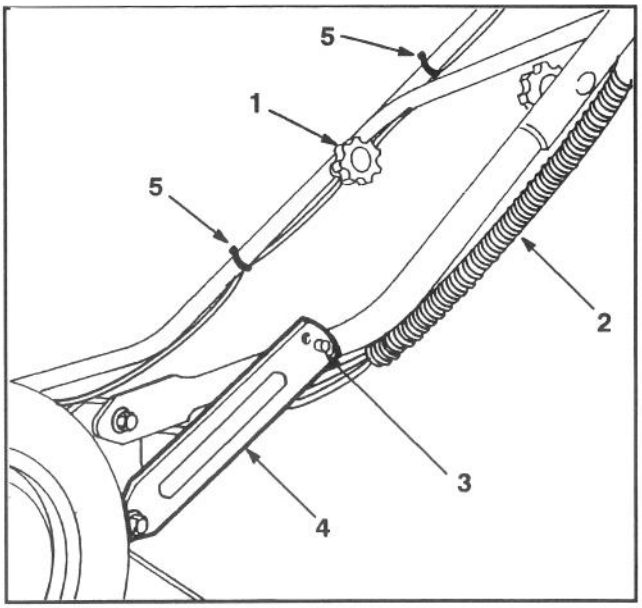

Abb. 1
1. Die Schiebestange ausrichten und die Drehknöpfe anziehen (Abb. 1). Die Rastklinken leicht aufeinander zubiegen (Abb. 1).
2. Die Schiebestange nach hinten schwenken, bis der Stift in das mittlere Loch des Verbindungsstücks einrastet (Abb. 1). Falls die Griffhöhe nicht bequem ist, kann sie durch Einrasten des Stifts in einem anderen Loch verstellt werden. Befestigen Sie die Kontrollkabel in der richtigen Position mit den Kabelklemmen.